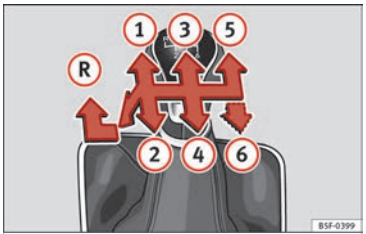

Fig. 57 Gear shift pattern of a 5 or 6-speed manual gearbox.
The position of the gears is indicated on the gearbox lever ››› **Fig. 57**.
- With the gearbox lever in neutral, push it downwards, move it to the left as far as it will go and then forwards to select reverse ››› Fig. 57 Ⓡ.